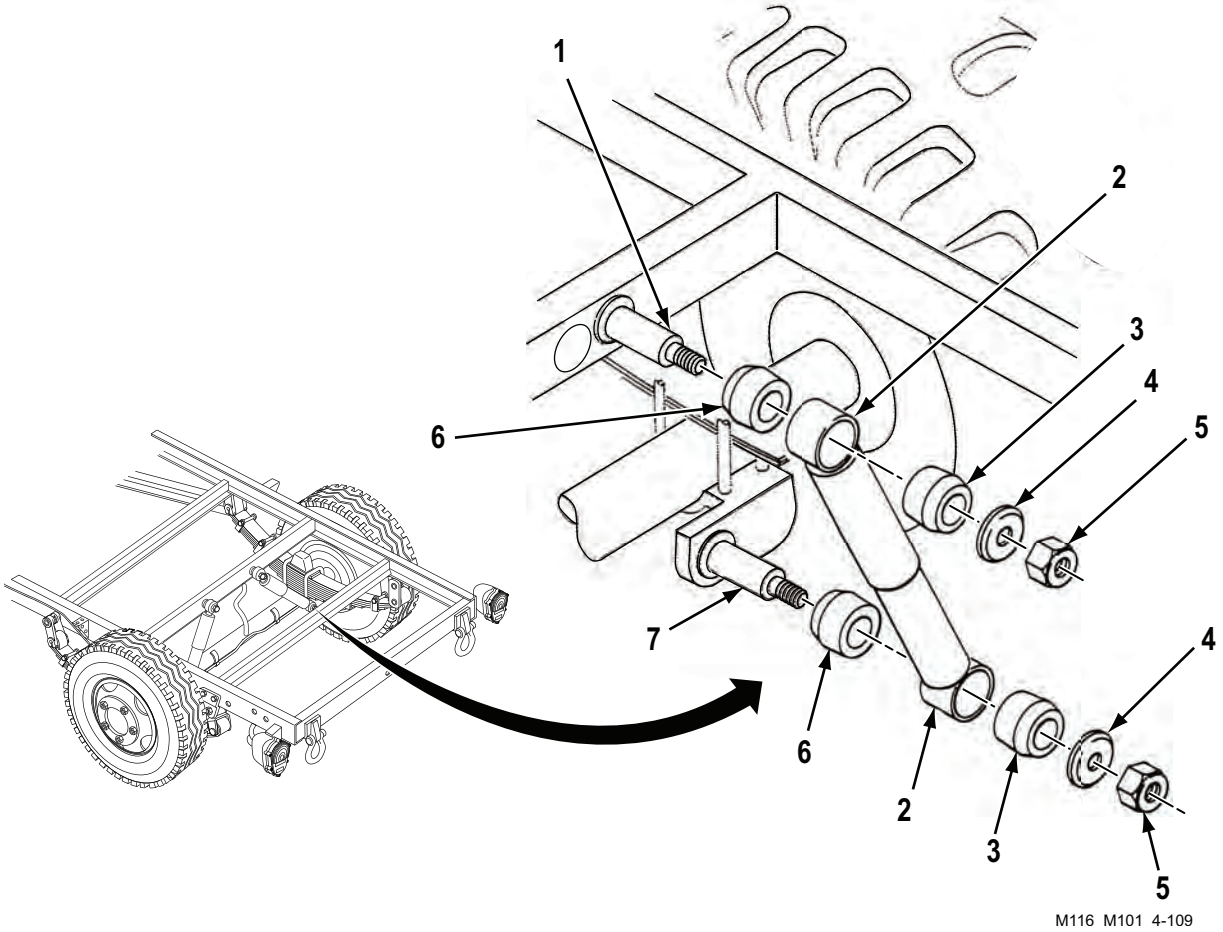

Figure 2. Shock Absorber Installation.
1. Install two bushings (Figure 2, Item 6), shock absorber (Figure 2, Item 2) with thicker dust shield end at top, and two bushings (Figure 2, Item 3) on upper and lower mounting studs (Figure 2, Items 1 and 7).
2. Install two recessed washers (Figure 2, Item 4) and new self-locking nuts (Figure 2, Item 5) on upper and lower mounting studs (Figure 2, Items 1 and 7). Torque self-locking nuts (Figure 2, Item 5) between 20 – 25 lb-ft (27 – 34 N•m).